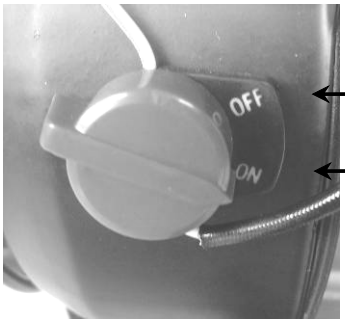

Рис.10
3. Включите зажигание переключателем в положение “ON”. См. рис. 10.
Поверните переключатель в положение «OFF». (Рис. 10)